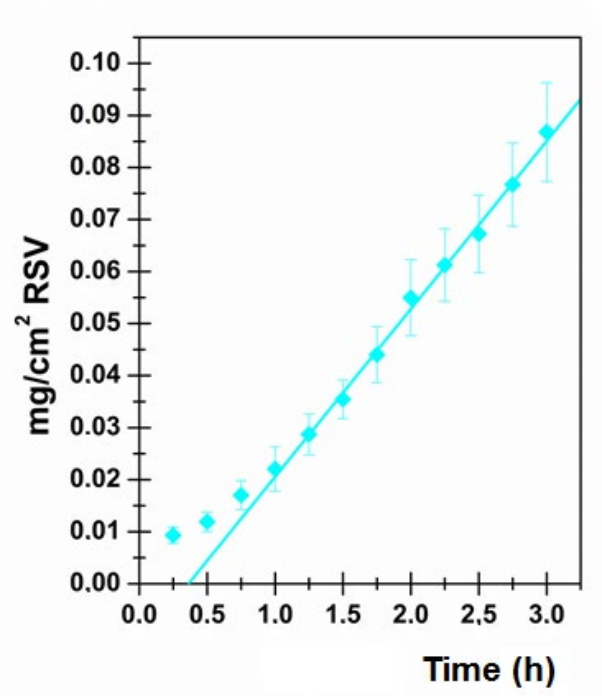

Figure S5. RSV permeation profile in presence of Urea as CPE (RSV:U=5:1): amount of RSV permeated per unit area as a function of incubation time.
- **Figure S5:** RSV permeation profile in presence of Urea as CPE (RSV:U=5:1): amount of RSV permeated per unit area as a function of incubation time